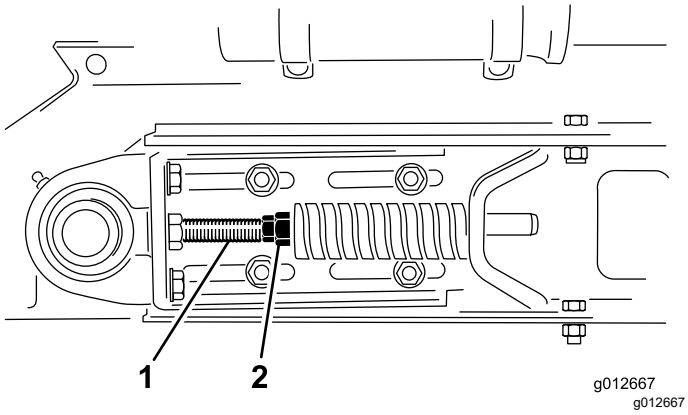

Figur 30
1. Løsne fremre og bakre låsemutre på strekkstangen for å frigjøre fjærspenning (Figur 30).